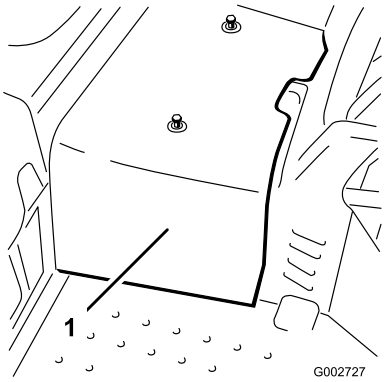

Figur 41
2. Ta bort de två skruvarna som fäster mittskyddet vid maskinen och ta bort skyddet (Figur 41).